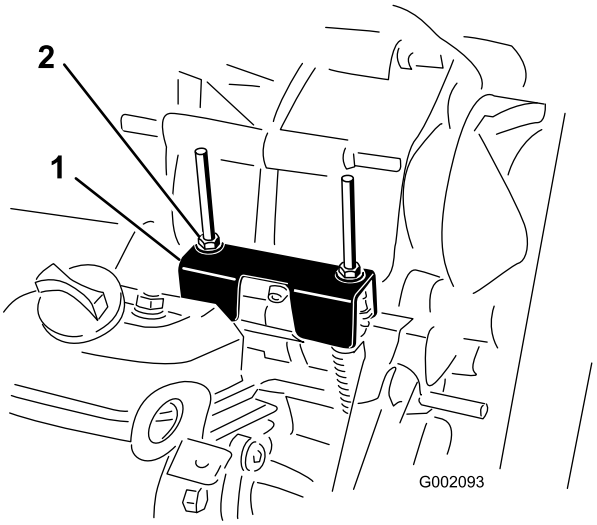

Figur 58
Vid rutinunderhåll och/eller motordiagnostik måste växeln läggas i neutralläge (Figur 58). Fordonet har ett neutralläge på växelväljaren som styr neutralläget i växellådan. Följande åtgärder bör vidtas för att försäkra att neutrallägesspaken driver växellådans neutralläge korrekt:
2. Kontrollera att neutrallägesfästet är i neutralläget (bredvid kabelfästet som sitter under växelfästet) genom att vrida på drivkopplingen (Figur 58).
3. Vrid en av låsmuttrarna (Figur 58) för att få ett avstånd på 0,762 till 1,524 mm mellan nederkanten av muttern/brickan och neutrallägets fäste.